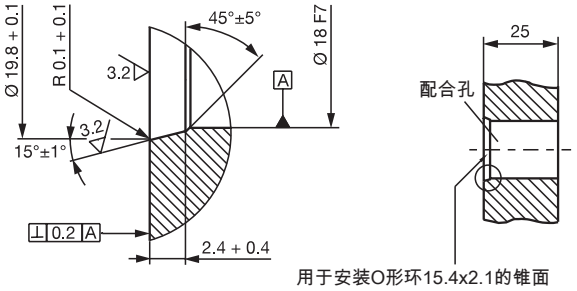

图 4-4: 用于安装带O形环的BTL的配合孔
配合孔：BTL的接触面必须完全贴合夹持面。匹配的O形环必须将孔完全密封，即O形环的锪孔必须依照图 4-4加工。
旋入孔的深度至少要达到25 mm (参见图 4-4)。
- ► BTL的接触面必须完全贴合夹持面。匹配的O形环必须将孔完全密封，即O形环的锪孔必须依照图 4-4 加工。